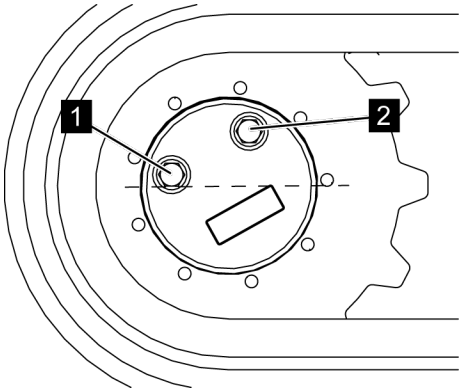

Fig. 108: Unscrewing the screw connections
5. *Unscrew the screw connections (*Fig. 108*/1 and 2).*